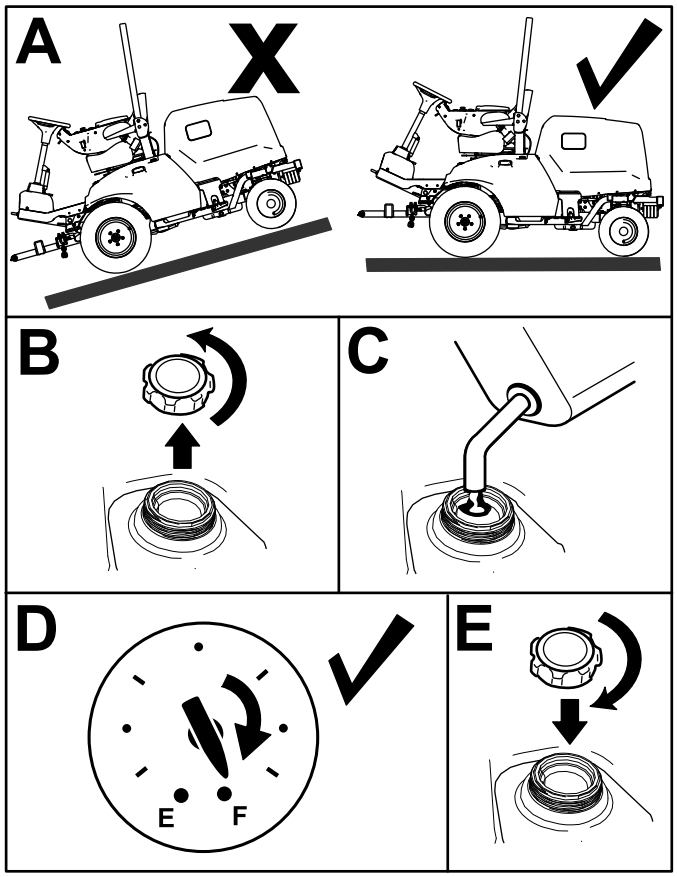

Figur 29
1. Parkera maskinen på ett plant underlag (Figur 29), koppla in parkeringsbromsen, stäng av motorn och ta ut nyckeln